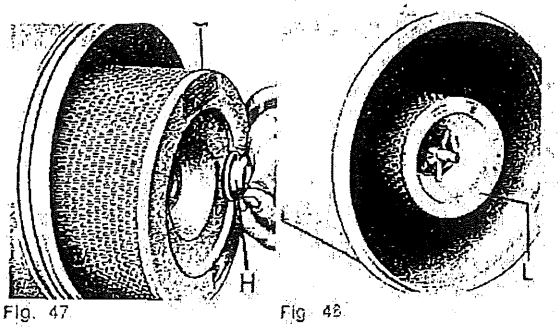

Fig. 47 Fig. 48
- Togliere la cartuccia "G" svitando il dado "H" (Fig. 47) ed effettuare la manutenzione (quando appare il segnale rosso sull'indicatore od in sua mancanza, quando si avverte perdita di potenza o fumosità allo scarico).
- Pulire la cartuccia "G" (Fig. 47) con aria compressa alla pressione massima di 5 Kg/cm², soffiando dall'interno verso l'esterno. (Fig. 50)